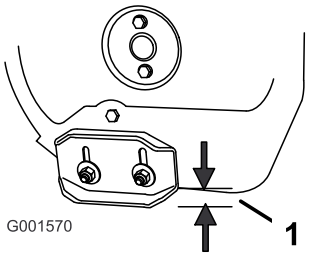

Bild 43
2. Lösen Sie die Muttern, mit denen beide Kufen an den Seitenplatten des Räumwerks befestigt sind, bis sich die Kufen leicht nach oben und unten verschieben lassen (Bild 43).